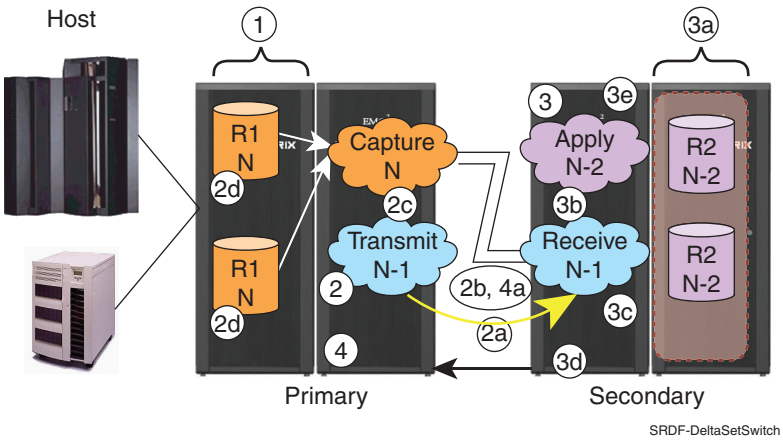

Figure 36 Delta set switching
- On the primary system, write I/Os are collected in the capture delta set (N copy of the data), and the minimum cycle time is reached (Step 1 in Figure 36 on page 93).
- The previous cycle's transmit delta set (N-1 copy of the data) must have completed data transfer to the receive delta set on the secondary system (Step 2 in Figure 36 on page 93).
Table 17 on page 93 and Figure 36 on page 93 present what happens during the delta set switching process.
1. The primary system sends a commit message to the secondary system to begin the secondary system cycle switch (Step 2a in Figure 36 on page 93). 2. Enginuity halts the SRDF transfer (Step 2b in Figure 36 on page 93). 3. Enginuity automatically switches between the capture and the transmit delta set on the primary system (Step 2c in Figure 36 on page 93). 4. The new capture delta set on the primary system is now available to collect new host I/Os (Step 2d Figure 36 on page 93). 5. Once the primary system receives the acknowledgement of the secondary system cycle switch (Step 4 in Figure 36 on page 93), the primary system initiates the SRDF transfer of the transmit delta set (Step 4a in Figure 36 on page 93).	1. The secondary system receives the commit message from the primary system (Step 3 in Figure 36 on page 93), and verifies the apply delta set has been written (Step 3a in Figure 36 on page 93). 2. The secondary system performs a delta set cycle switch between the receive and apply delta sets (Step 3b in Figure 36 on page 93). This preserves the dependent-write consistent copy at the secondary system prior to receiving the next dependent-write consistent copy (Step 3c in Figure 36 on page 93). 3. The secondary system sends an acknowledgement to the primary system (Steps 3d in Figure 36 on page 93). 4. The restore of the apply delta set begins (Step 3e in Figure 36 on page 93). Data in the apply delta set is marked write pending for the R2 devices.